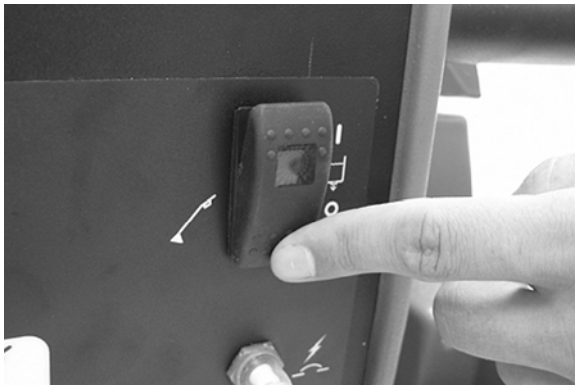

FIG. 15
1. Tournez la clé en position on (I).
2. Enfoncez le bouton de solution vers le symbole de l'accessoire, position off (O) (Figure 15).